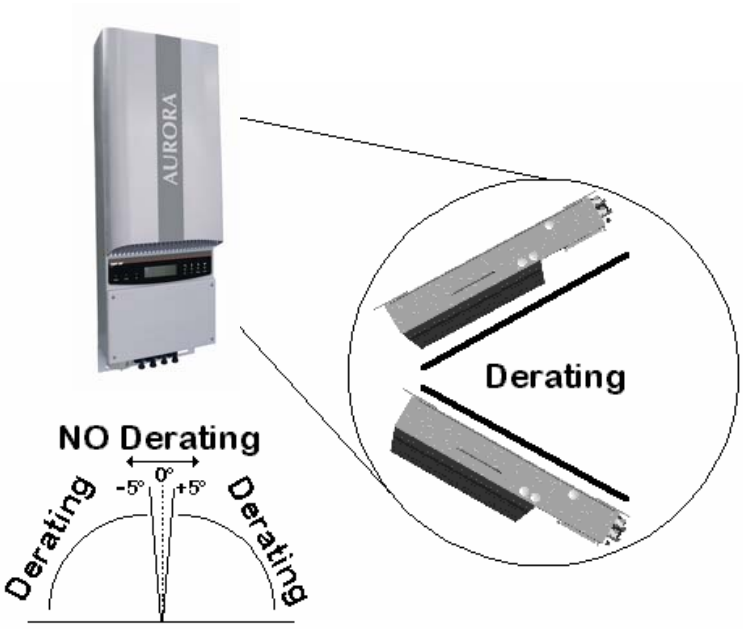

**Fig. 6 - Tilted Mounting**
**NOTE:** Tilted mounting is permitted (see Fig. 6), but will reduce heat dissipation and may result in self-derating.
**NOTE**. It is recommended that you DO NOT expose the Aurora inverter to direct sun radiation or any other heat source, including heat generated by other Aurora inverters (see Fig. 6 "recommended installation").